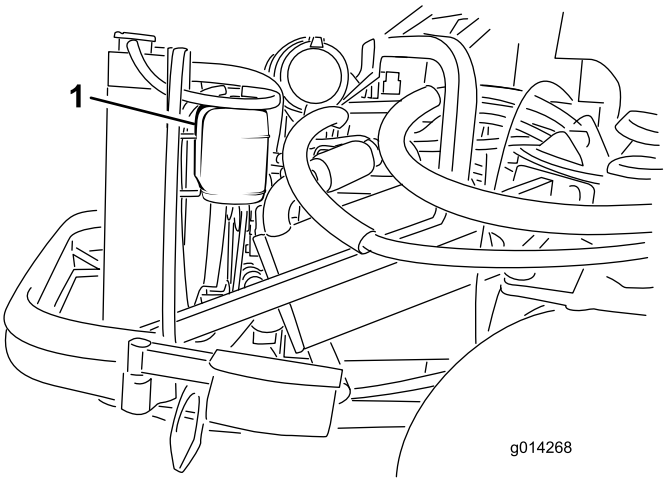

Рисунок 34
1. Проверьте уровень охлаждающей жидкости в расширительном бачке (Рисунок 34). Уровень охлаждающей жидкости должен находиться между отметками, имеющимися на стенке бачка.